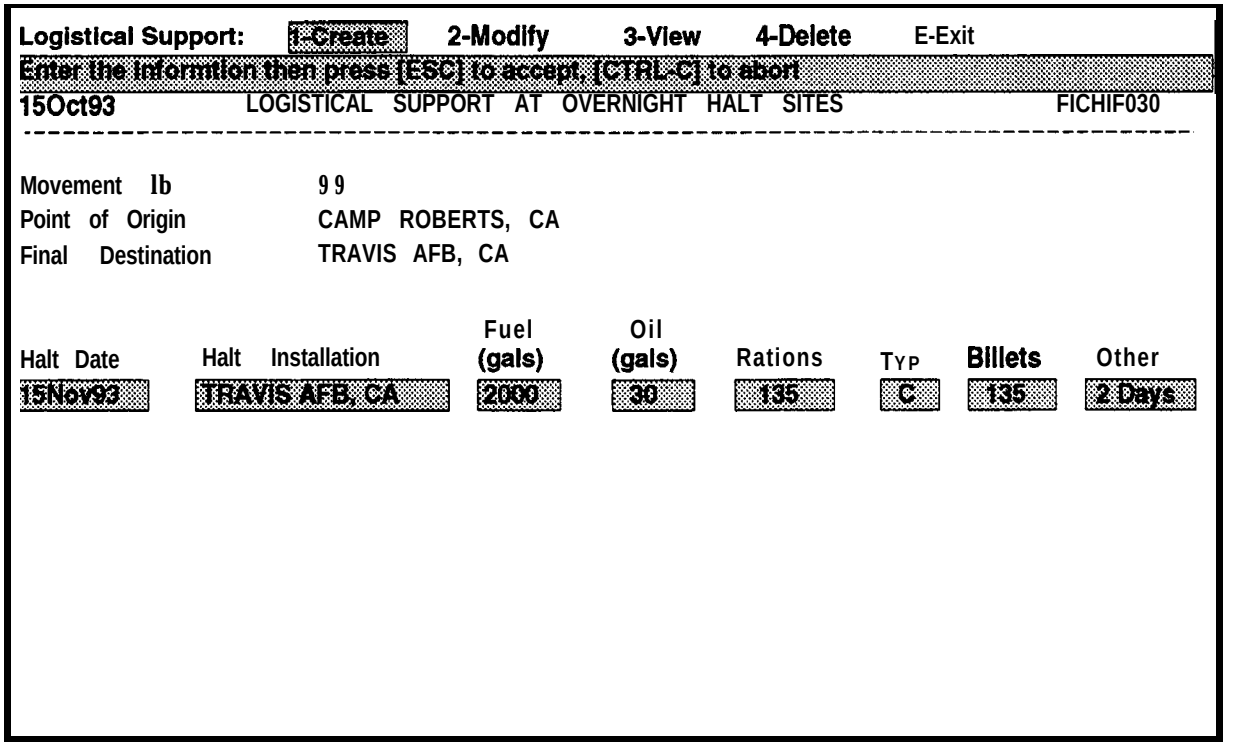

Figure 7-25. Logistical Support Screen
a. At the Convoy Clearance menu, select **Logistical Support.** You will see the Logistical Support screen shown in Figure 7-25 with the **Create** option highlighted.